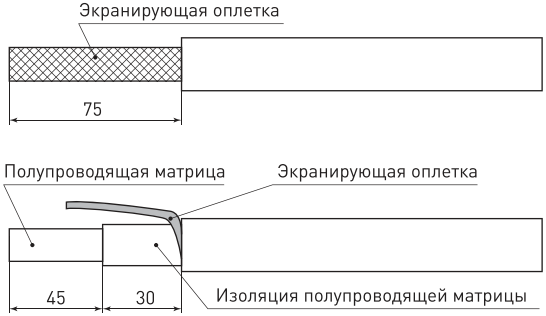

Рисунок 2
5.1.4 Надрезать и снять оболочку кабеля на длине 75 мм, экран в виде оплетки скрутить в жгут. Снять изоляцию с полупроводящей матрицы (то, что под оплеткой) на длине 45 мм (рисунок 2).